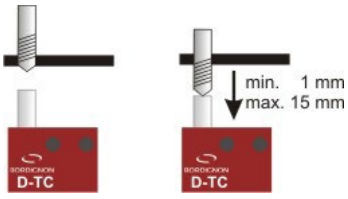

FIG. 2
1. Posizionare il sensore sotto il pezzo da filettare ed in asse con il maschio. La distanza dal pezzo deve essere tale da consentire al maschio a fine discesa di spingere il cilindro del D-TC per una corsa da min. 1 mm fino a max. 15 mm (FIG. 2);